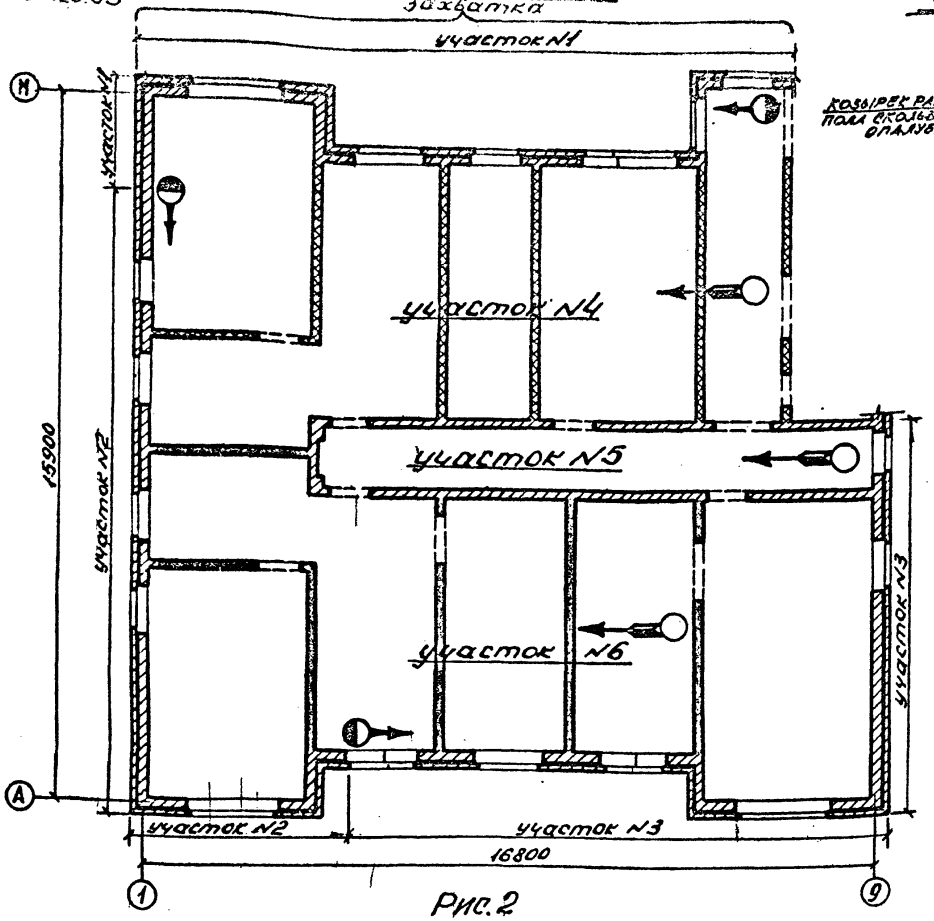

Рис.2
Звенья равномерно распределены по периметру стен захватки на участки № I-6. Участки №I-3 обслуживает звено I(2), а участки № 4-6 – звено 3(4) -(см. рис. 2). Работы производятся в следующем порядке. Начинает работу звено I(2) такелажник (Т) стропит контейнер с плитами утеплителя и дает сигнал машинисту крана подать его в зону работ. Термоизолировщик (И2) принимает контейнер, находясь на рабочем полу опалубки, расстроповывает его вместе с бетонщиками (БI-Б2) разносят плиты утеплителя вдоль наружных стен участка №I(2), устанавливают их во внутрь стены между арматурой и крепят скобами к арматуре стен. Последовательно эту же работу на участке №3 выполняют термоизолировщик (ИI) с бетонщиками(БI и Б2). Начало укладки рядов плит утеплителя должно происходить с одного и того же места в одном направлении. Бетонщики(БI и Б2) работают с термоизолировщиками (ИI и И2) до момента обеспечения фронта работ по бетонированию стен. После этого бетонщик (Б2) дает команду звену 5(6) подать ранее загруженную бадью с бетоном в зону работ на участке №I, принимает эту бадью и выгружает её на рабочий пол опалубки вдоль наружной стены. Объем бетона в одном месте не должен превышать 0,7м3. Затем бетонщики (БI и Б2) лопатами забрасывают бетон по послойно вначале в наружный, а затем во внутренний слой наружных стен и уплотняют его глубинными вибраторами или в труднодоступных местах шуровками. По мере подачи бетона бетонщики (БI и Б2) подключаются в работу на участках № 2 и 3. Уложив I-ый слой бетона бетонщики (БI и Б2) возвращаются к месту начала укладки и укладывают 2-ой, а затем и 3-ий слой бетона.